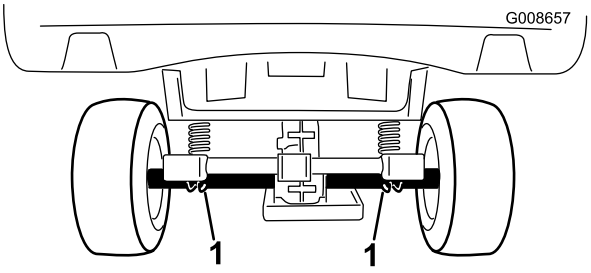

Figura 24
- El punto de elevación de la parte trasera de la máquina está debajo de los tubos del eje (Figura 24).